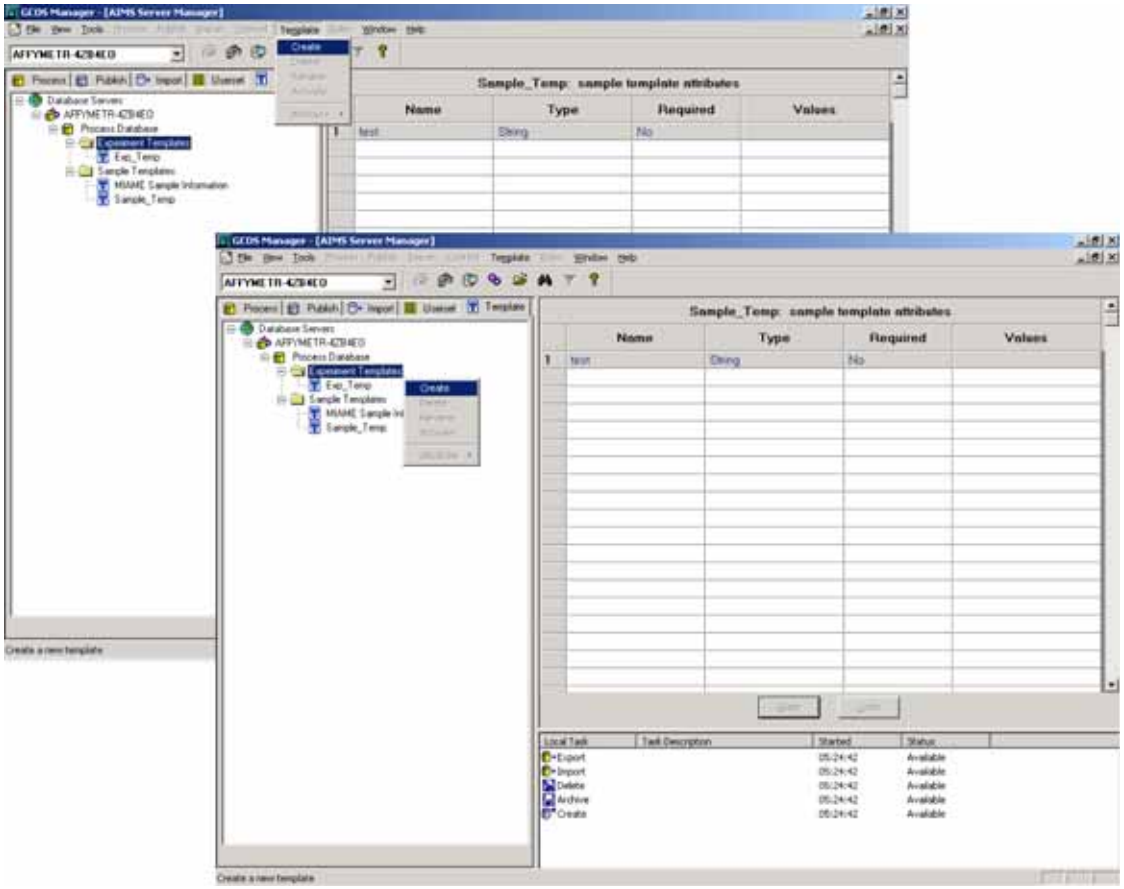

Figure A.8
35. Select **Template →Create** from the menu bar. (If it is grayed out, highlight the Experiment Templates Folder again, or right-click the Experiment Template Folder and select **Create** from the shortcut menu that appears) **(Figure A.8)**.